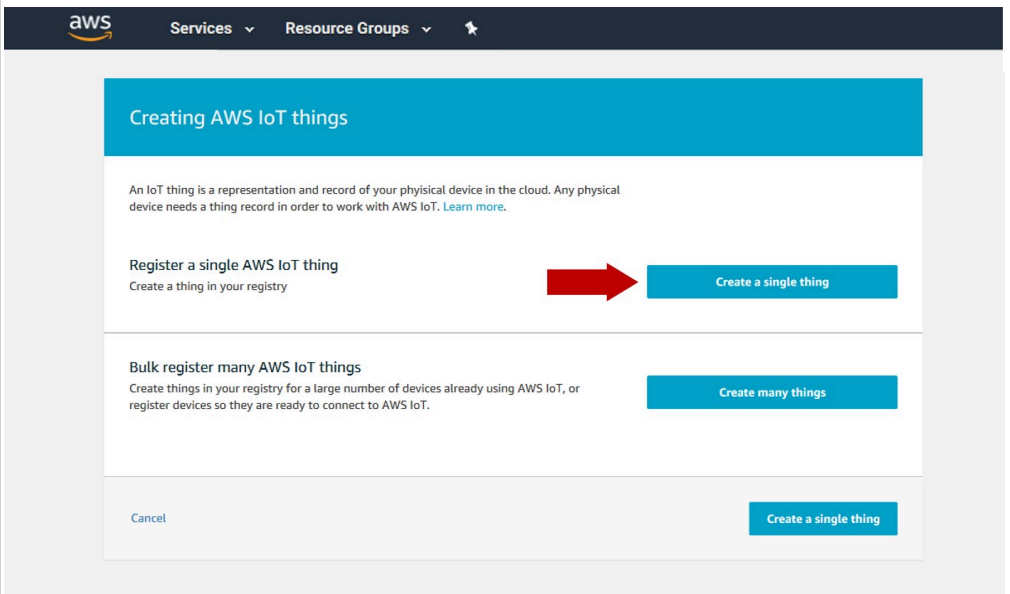

Figure 13. Select *Create a single thing* option
2. A new menu called *Creating AWS IoT Things* will be opened. Click on the **Create a single thing** option as shown in Figure 13